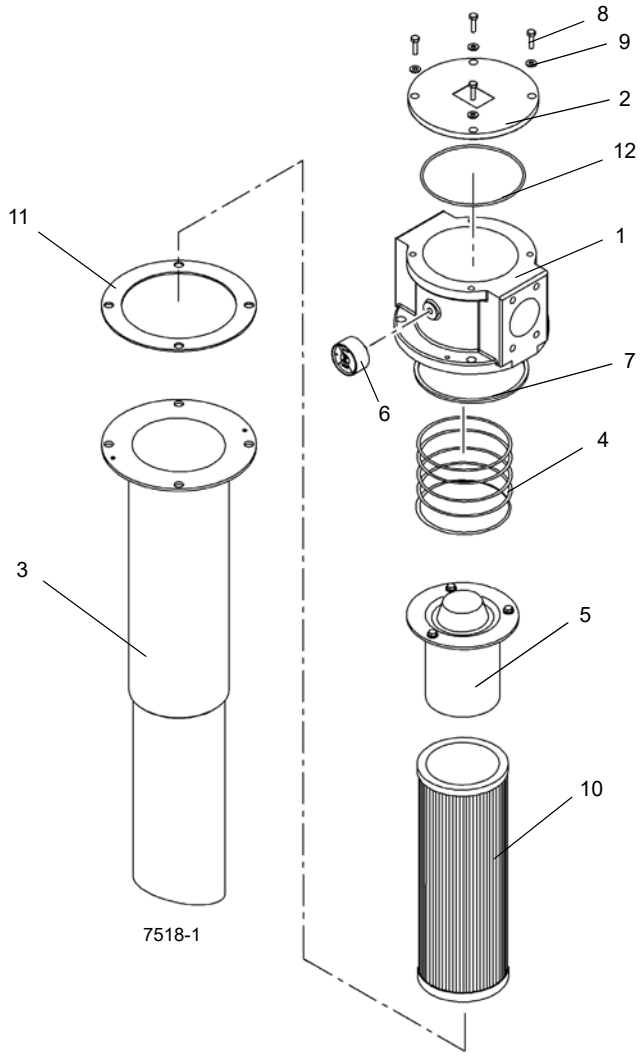

FIGURA 2-4
2. Limpie cualquier suciedad del colector y tapa del filtro (Figura 2-4).